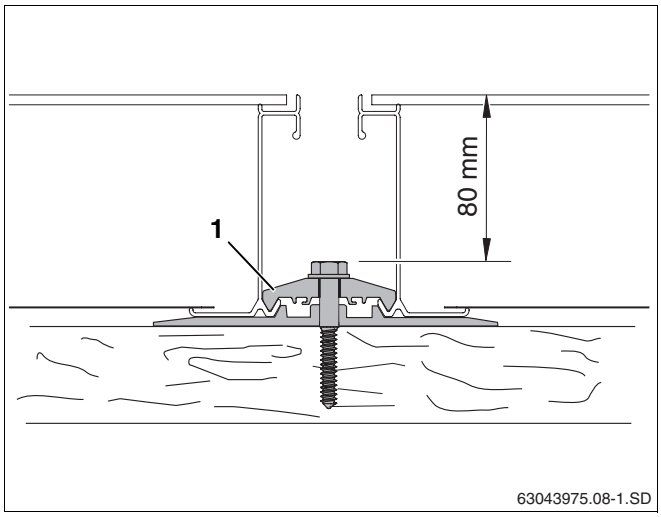

Abb. 28 Doppelseitigen Niederhalter einschrauben
- Die Schraube des doppelseitigen Niederhalters (Abb. 28, **Pos. 1**) anziehen. Hierzu Steckschlüssel SW 10 mit einer Länge von mind. 80 mm verwenden.